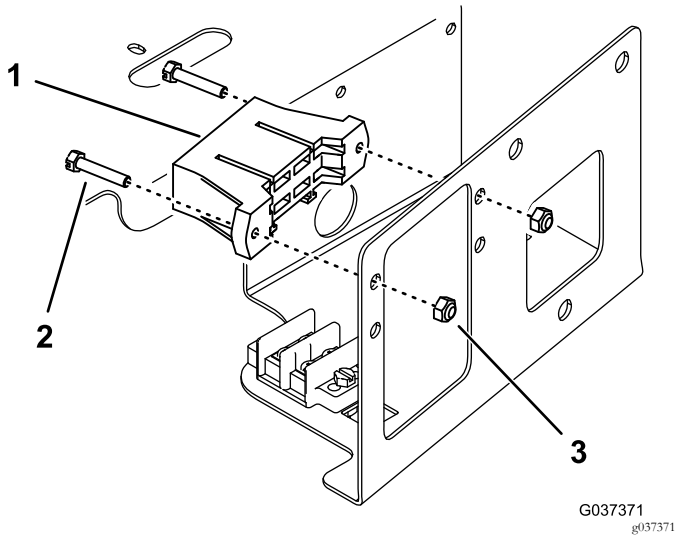

Figure 4
4. Fixez le porte-fusibles sur le côté du logement, au-dessus du porte-fusibles existant, à l'aide de 2 vis et 2 contre-écrous (Figure 4).